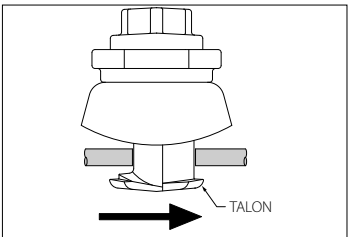

FIGURE 2
5. POSITIONNEMENT DE LA SORTIE : déplacez le piquage pour positionner le « talon » dans le tube, comme illustré sur la figure 2 ci-dessus. **REMARQUE :** pour garantir un fonctionnement correct dans les conditions d'utilisation, il faut que le talon soit positionné comme illustré sur la figure 2 ci-dessus.